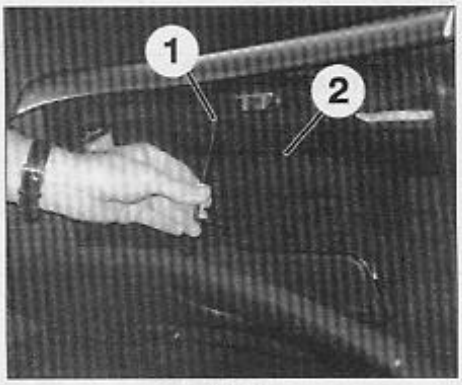

FIG. 4
- Déposer (Fig.4)
- la vis (1) (Torx T25).
- la garniture (2) (2 agrafes).